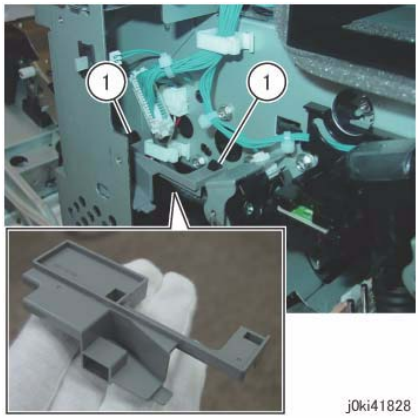
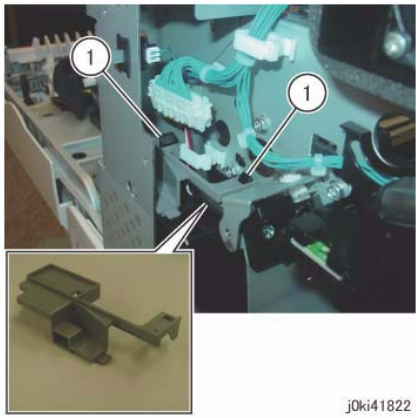

Figure 4 Release the Hooks and Remove the Plate
Figure 5 Release the Hooks and Remove the Plate
8. Remove the Plate. (7525/30/35: Figure 4) (7545/56: Figure 5)